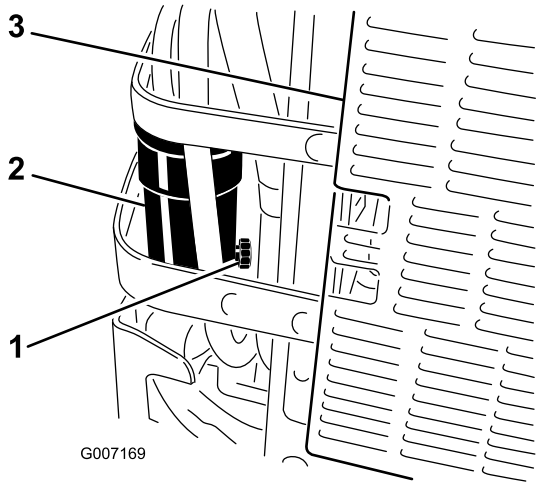

Figur 43
6. Öppna avtappningspluggen på vattenseparatorn ca ett varv och tappa ut vatten och andra föroreningar (Figur 43).
7. Stäng tömningsventilen när det bara är dieselbränsle som rinner ut (Figur 43).